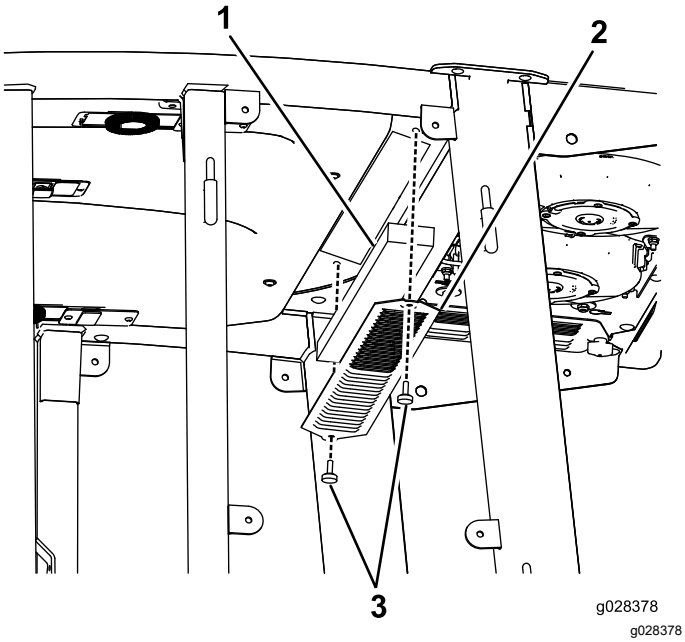
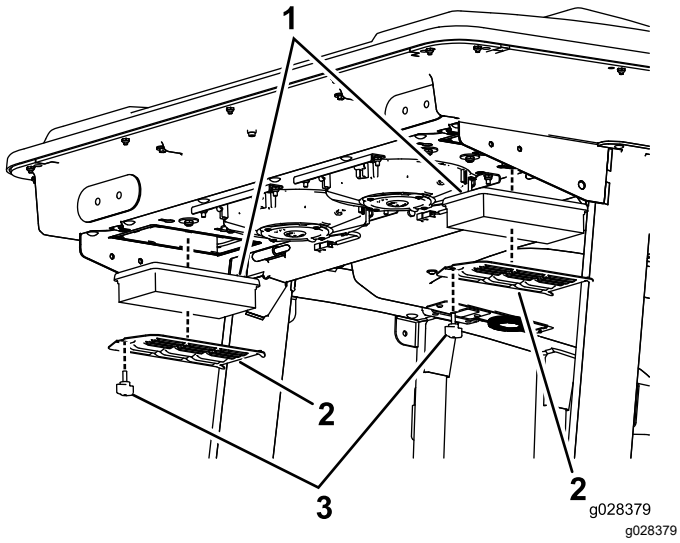
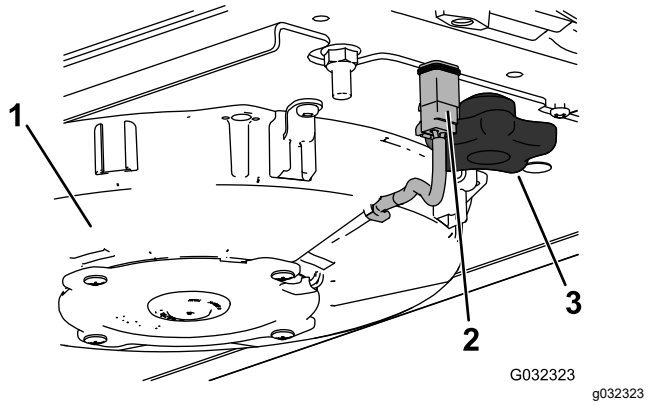
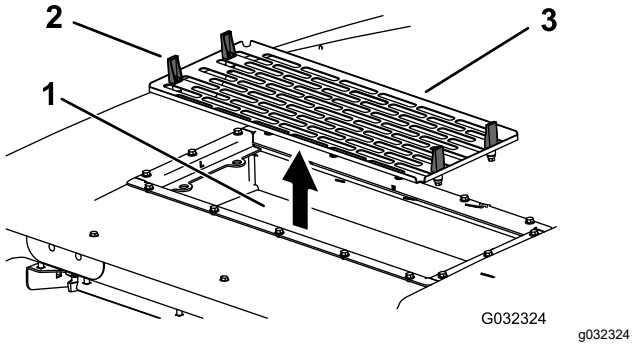

Figuur 147
Figuur 148
Figuur 150
Figuur 151
1. Verwijder de schroeven en de roosters van boven de luchtfilters in en achter de cabine (Figuur 147 en Figuur 148).
4. Verwijder de luchtfilters (zie Figuur 148).
6. Plaats de luchtfilters, het scherm en de ventilator (Figuur 148, Figuur 150 en Figuur 151).
7. Koppel de draden van de ventilators af (Figuur 150).